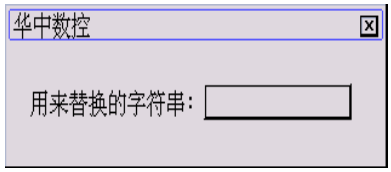

图 5.2.4 输入替换字符串
(2) 在“被替换的字符串”栏输入被替换的字符串；
(3) 按 Enter 键，将弹出如图 5.2.4 所示的对话框；